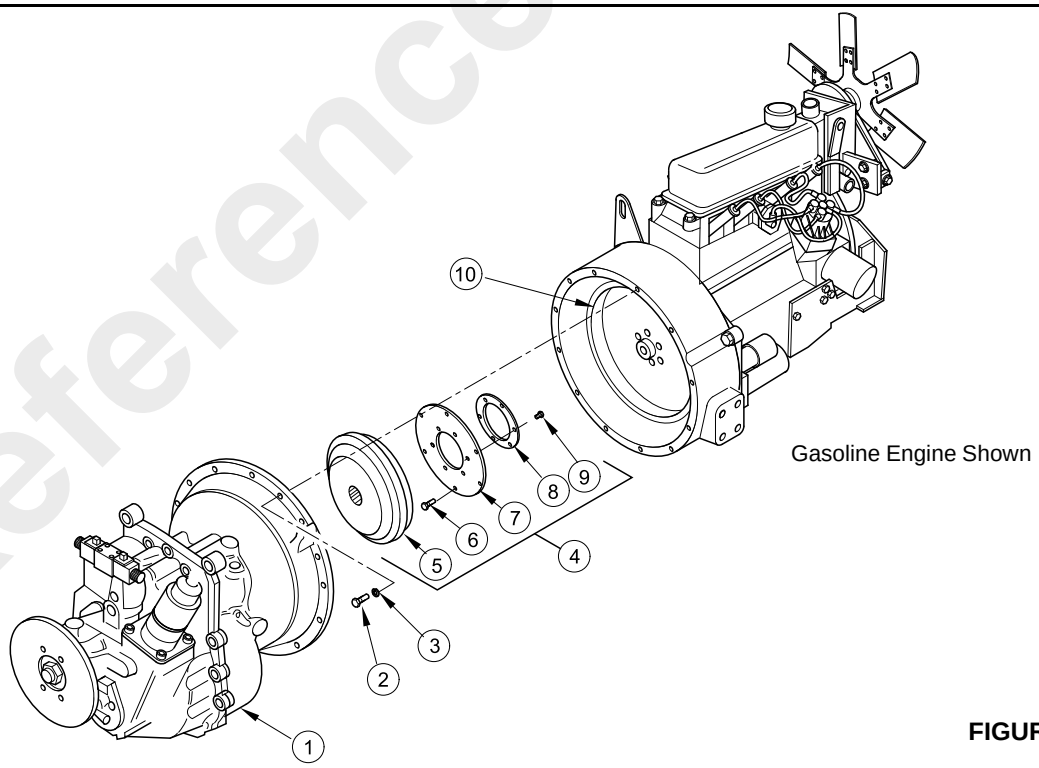

FIGURE 7-10
3. Using an overhead crane and chains, support the weight of the transmission and remove the twelve capscrews (2, Figure 7-10) and lockwashers (3) securing the transmission to the engine flywheel housing.
2. Install twelve bolts (2, Figure 7-10) and lockwashers (3). Tighten bolts to a torque of 31 Nm (23 lb-ft).
4. Using an overhead crane and chains to support the weight of the transmission, remove the 12 bolts (2, Figure 7-10) and lockwashers (3) that fasten the transmission housing (1) to the engine flywheel housing. Remove the transmission and torque converter assembly and place in a clean, work area where the torque converter can be removed. It is recommended that the transmission be mounted in a service fixture. Remove the torque converter.